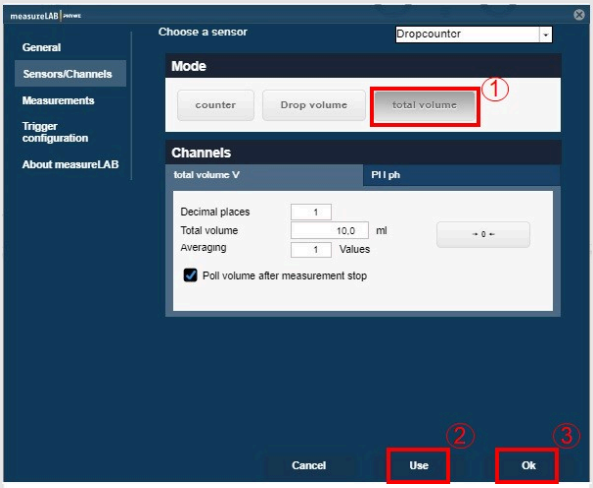

Fig. 4 Settings for measurement
- Click "Mode" "total volume" (Fig. 4, "1").
- Choose under "Channels" "total volume V", aknowledge with "Use" (Fig. 4, "2") and finish with "OK" (Fig. 4, "3").